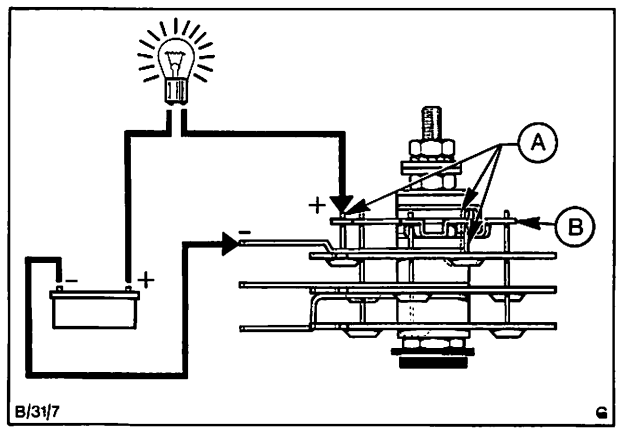

Abb. 50 A = Felddiode
a) Prüfkreis wie in Abb. 50 gezeigt, anschließen. Dabei Minus-Prüfspitze an dem oberen Wärmeableiter (Feld-Wärmeableiter) bzw. der kleinen Anschlußklemme halten; Plus-Prüfspitze am Anschlußstift einer der drei am oberen Wärmeableiter angeschlossenen Dioden halten. Funktioniert die Diode einwandfrei, so leuchtet die Prüflampe auf.